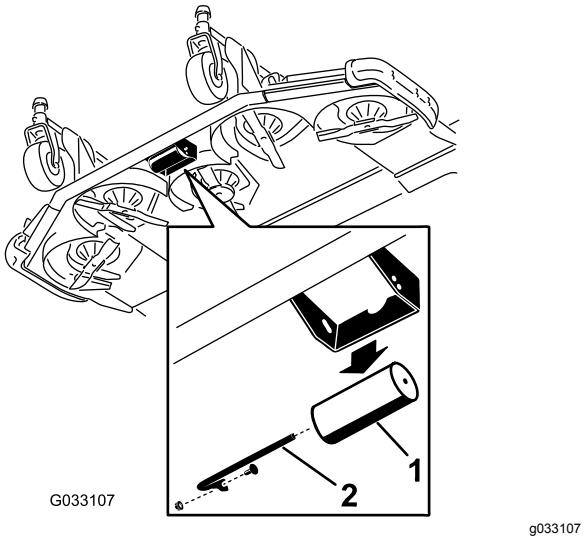

Figur 24
1. Ta bort valsaxeln, skruven och muttern som håller fast valsen på däckfästet (Figur 24).